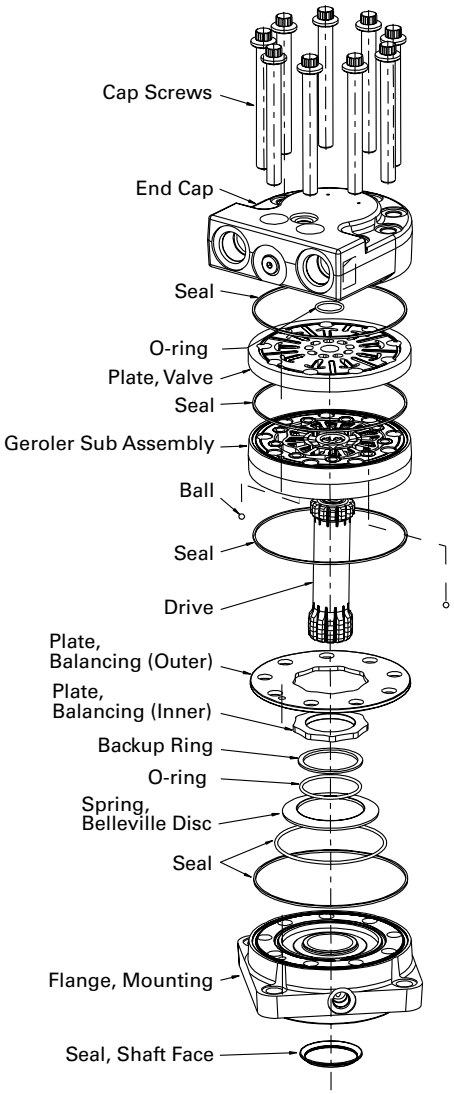

Figure 1
2. Remove the 9 cap screws and disassemble the motor in the vertical position as shown in Figures 1. Note placement of small ball checks in Geroler.